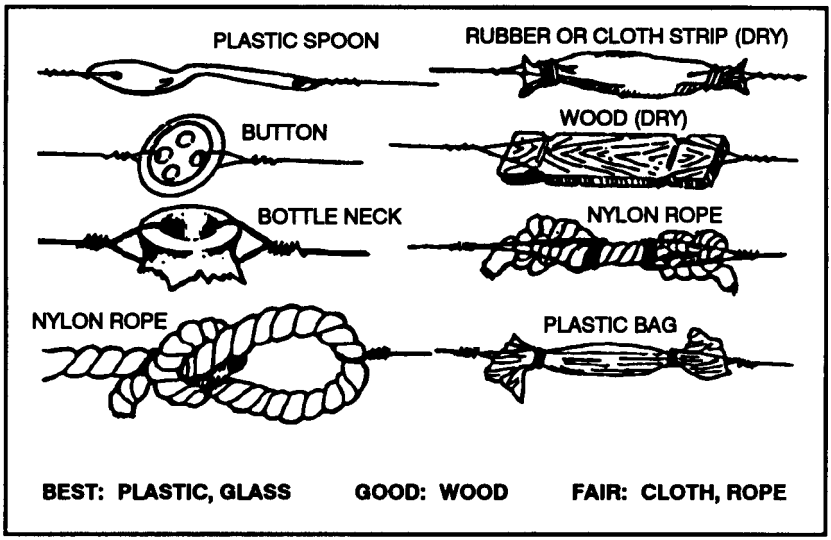

Figure 7-2. Improvised Insulators.
(1) When one or more wires of an antenna are broken, the antenna can be repaired by reconnecting the broken wires. To do this, lower the antenna to the ground, clean the ends of the wires, and twist the wires together. Whenever possible, solder the connection.
(2) If the antenna is damaged beyond repair, construct a new one. Make sure that the length of the wires of the substitute antenna are the same length as those of the original.
(3) Antenna supports may also require repair or replacement. A substitute item may be used in place of a damaged support and, if properly insulated, can be of any material of adequate strength. If the radiating element is not properly insulated, field antennas may be shorted to ground and be ineffective. Many commonly found items can be used as field-expedient insulators. The best of these items are plastic or glass to include plastic spoons, buttons, bottle necks, and plastic bags. Though less effective than plastic or glass but still better than no insulator at all are wood and rope. The radiating element—the actual antenna wire-should touch only the antenna terminal and should be physically separated from all other objects, other than the supporting insulator. (See Figure 7-2 for various methods of making emergency insulators.)